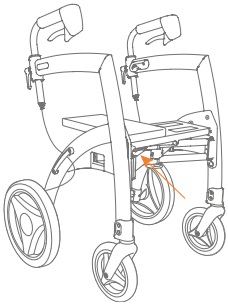
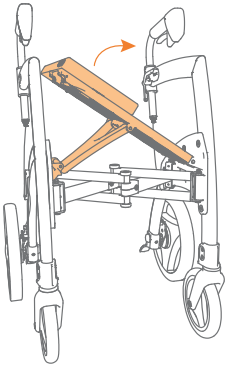

Abbildung 11A: Halten Sie den roten Entriegelungshebel gedrückt.
Abbildung11B: **Heben Sie den Sitz leicht an.**
d. Drücken Sie den roten Entriegelungshebel unter dem Sitz ein **(Abbildung 11A)** und heben Sie den Sitz leicht an **(Abbildung 11B)**.